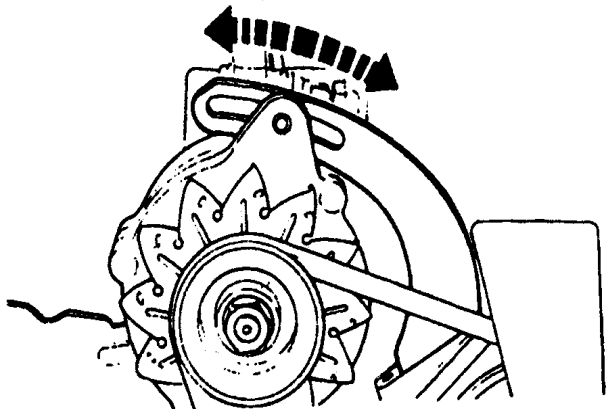

Fig. 1.4-2
3) Unscrew alternator adjusting bolt and generator fixing bolt, move the generator, to adjust the belt tension force to the specified value. See Fig. 1.4-2.